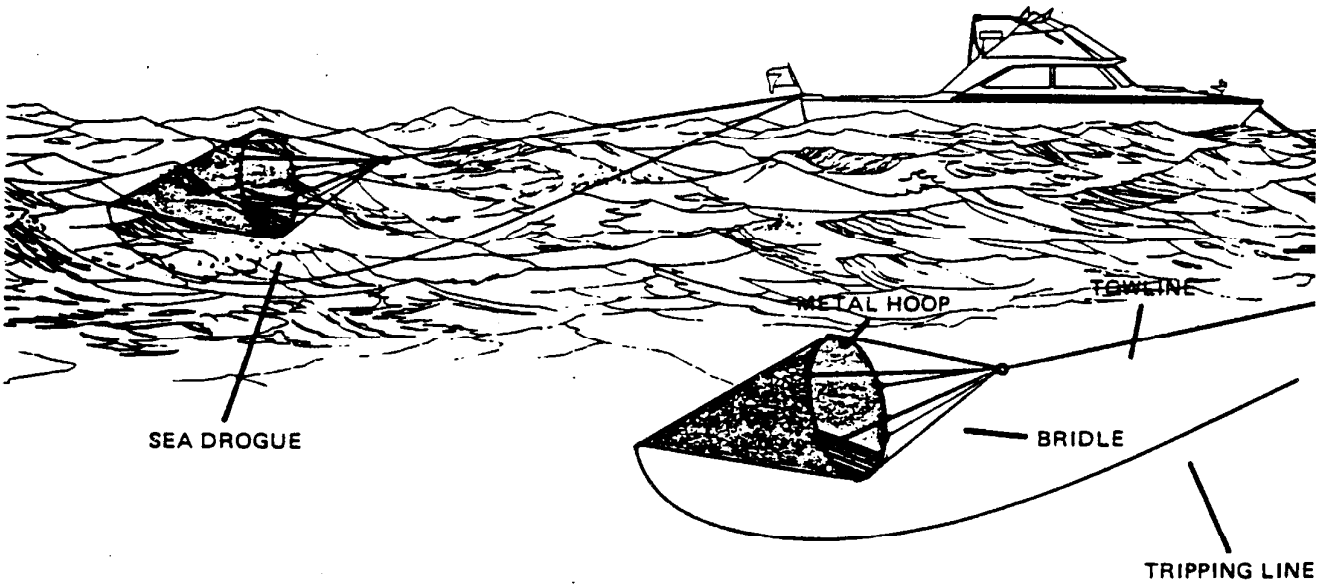

Figure 12-13 Utilizing a Drogue
9. **The Drogue.** The correct use of the drogue significantly reduces the yawing of a tow by holding the stern of the tow to the sea, it will also slow down the rate of travel of a boat being towed through running or following seas. Since it is submerged, the drogue exerts a pull on the stern of a tow, thus allowing the tow to pivot on its stern instead of its bow. A drogue is constructed of canvas in the shape of a cone. Its forward or towing end is held open by a metal loop. It is the metal loop which also provides the negative buoyancy necessary to keep the drogue submerged. The cone end of the drogue is blunted at the tip; leaving a small hole at the point. Thus, the drogue creates a pull by allowing water into the large end of the cone and "forcing" it out through the small end. The drogue's pressure tends to keep the stern of the boat from veering off to one side or the other when it is in tow. Two lines operate the drogue. One line is called the drogue towline. One end of this line is secured on the stern of the boat. The other is secured to the large open end of the drogue with a bridle. The second, or tripping line, is secured to the small pointed end of the drogue. The other end is tended by someone on the boat. By paying out the drogue towline and securing the tripping line the drogue inverts and looses its resistance. You can then haul it aboard when it is no longer needed. In a bind you can make a jury rig drogue out of a bucket with holes, a tire (half a tire is sufficient), bait boxes, boat boxes or "stream warps" (lengths of line streamed astern which could have blankets or coats tied to them) so as to create an additional drag on the towed vessels stern. Keep in mind that drogues can exert up to (3) tons of pull. As a rule, drogues with 30 inch diameters should be used for boats 40 feet and up, while drogues with 20 inch diameters should be used for 20 to 40 feet boats. Apply the following in deciding when to use a drogue: IF YOU THINK YOU MIGHT NEED ONE, USE ONE. (See Figure 12-13).